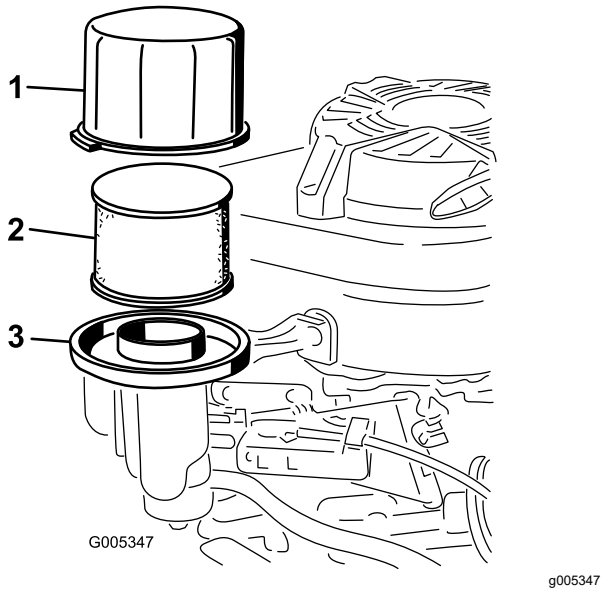

Figur 23
2. Ta bort skyddet och rengör det noga (Figur 23).
3. Ta bort skumförfiltret och pappersluftfiltret från luftfilterbasen (Figur 23).